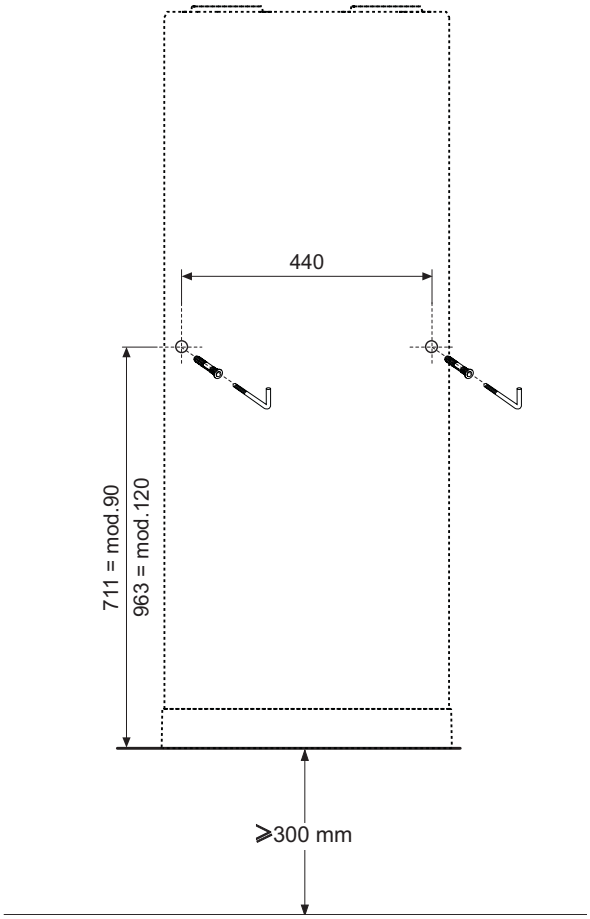

fig. 50 - Indication de perçage
- Percer selon les indications de fig. 50.